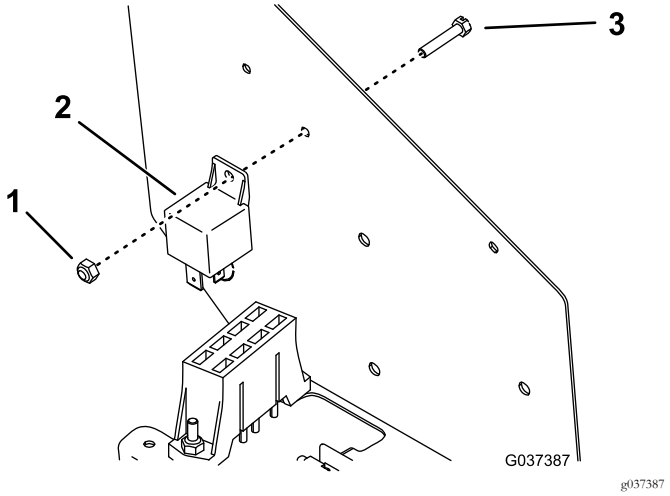

Figura 10
6. Monte o relé de alimentação no interior do painel de controlo com um parafuso e porca (Figura 10).